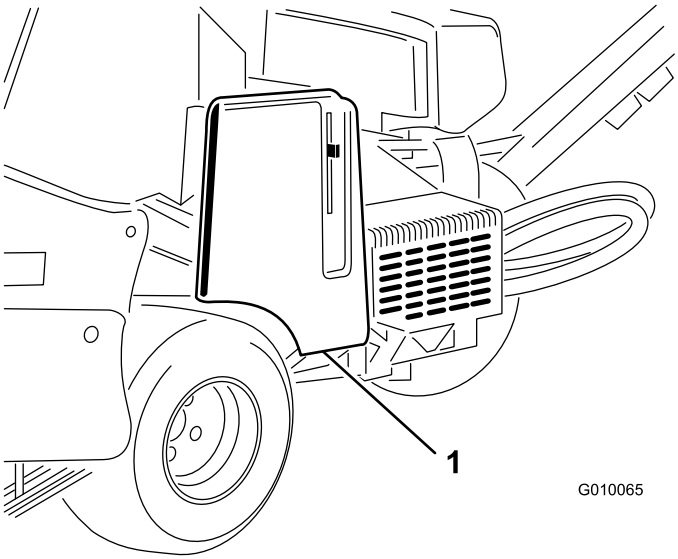

Figuur 56
1. Ontgrendel en verwijder de riemkap (Figuur 56).